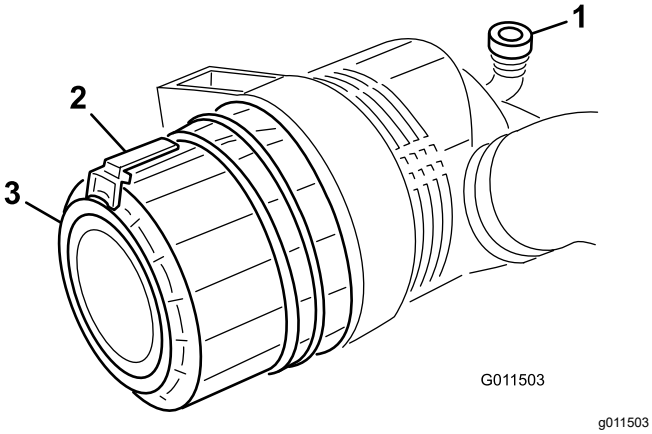

Figur 85
2. Trekk låsen utover, og drei luftrenserdekslet mot urviseren (Figur 85).